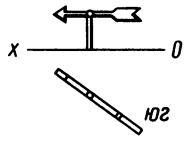

Рис. 227
95. Как изменится вертикальная проекция флюгера (рис. 227) при ветре, дующем с запада на восток (стрелка должна быть направлена в сторону, откуда дует ветер)?